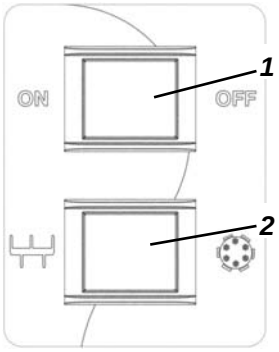

Abb.3.1.1
Schließen Sie den Stecker an die Netzsteckdose an und drücken Sie die Starttaste (1 Abb. 3.1.1). Die Maschine ist in der Betriebsart Pressen aktiviert, prüfen Sie, ob die Drehrichtung gegen den Uhrzeigersinn ist. Wenn die Drehrichtung anders ist, trennen Sie die Maschine von der Stromversorgung und wenden Sie sich an Ihren Lieferanten.
5.3 - Kontrolle der Funktion der Stopptaste (Abb. 3.1.1)
Bei an die Stromversorgung angeschlossener Maschine und in Betrieb befindlichem Gerät den Schalter (1) auf "OFF" stellen Abb. 3.1.1. Die Maschine muss stoppen.
5.4 - Starten der Maschine (Abb. 3.1.1)
Den Schalter (1) auf "ON" stellen Abb. 3.1.1. Die Maschine geht in Betrieb.
5.5 - Stoppen der Maschine (Abb. 3.1.1)
Zum Stoppen der Maschine den Schalter (1) auf "OFF" stellen Abb. 3.1.1